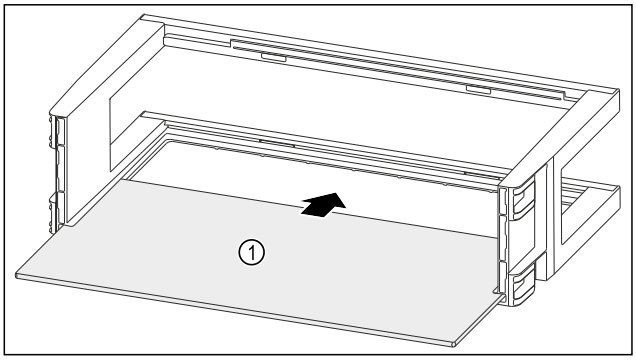

*Fig. 143*
- ▶ Introduzca el estante *Fig. 143 (1)* en las entalladuras laterales.